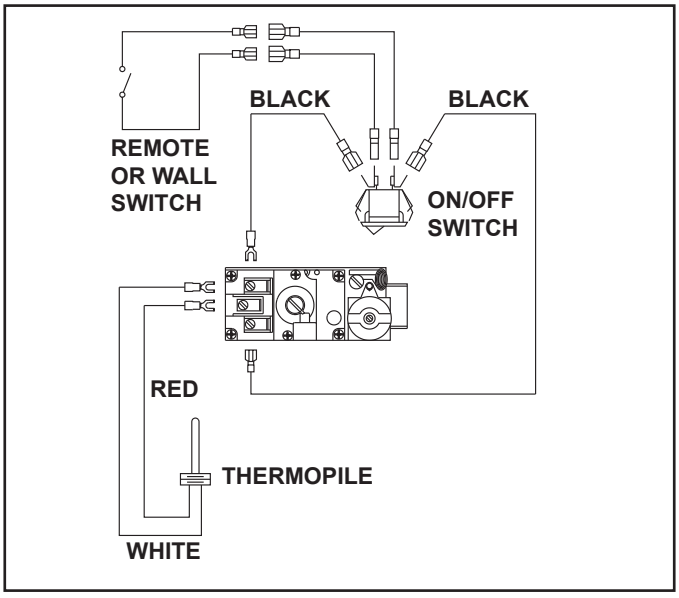
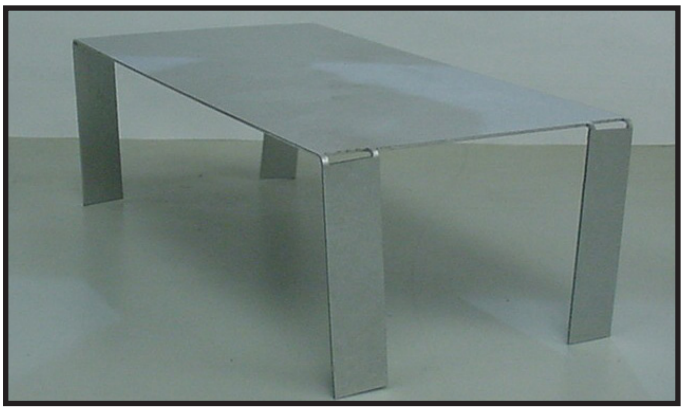

Figure 3. Standing Pilot Wiring Diagram
Figure 4. Protective Heat Shield
- If the receiver must be placed in the combustion chamber, the protective heat shield MUST be used. See Figure 4.
Before lighting this appliance determine if it has a Standing Pilot or IntelliFire® ignition system by viewing the wiring system and gas valve. If this appliance has a red or black ignitor button (see Figure 3 and Figure 4) this appliance has a Standing Pilot ignition system. If there is no red or black ignitor button, this appliance has an IntelliFire ignition system.